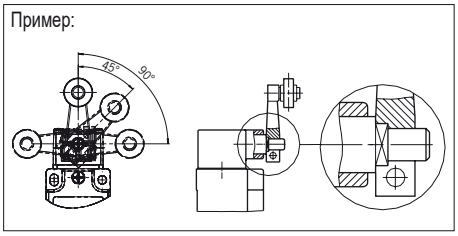

Рис. 2. Вертикальная установка исполнительного ключа
- Исполнительный ключ (балансир) должен крепиться на приводном валу с геометрическим замыканием. Квадраты на исполнительном ключе и приводном валу должны зацепляться (см. рис. Рис. 2).